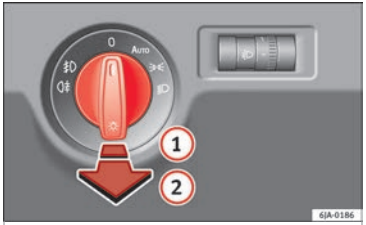

Fig. 134 Instrument panel: light switch.
– First turn the light switch ››› **Fig. 134** to position **AUTO**, or .
– First turn the light switch ››› Fig. 134 ››› page 124 to position AUTO, or .
– Pull on the light switch to position (2).